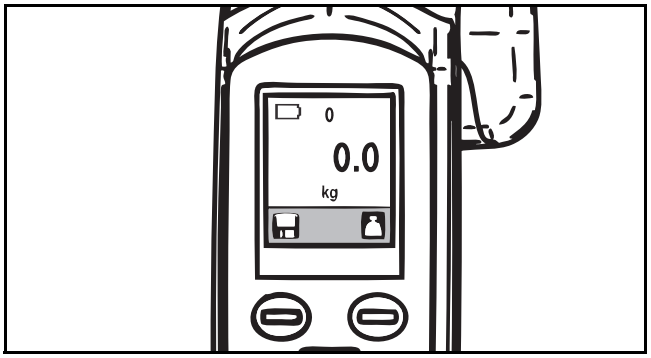

Abb. 61
2) Ist der Gurt bereits vor dem Einschalten an der Aufhängung eingehängt worden, so wurde die Nulltarierung des MAXI MOVE bereits automatisch vorgenommen und das Gewicht des Gurts wird automatisch berücksichtigt (siehe Abb. 61).